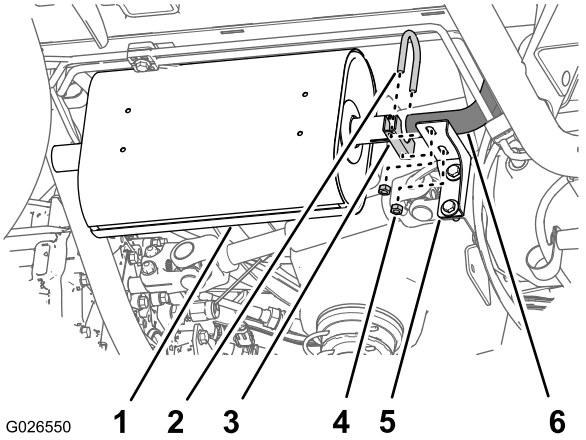

Figuur 5
5. Verwijder de 2 moeren, U-bout en zadelbeugel waarmee de ingaande buis van de demper en de Y-buis aan de voorste dempersteun zijn bevestigd. (Figuur 5).